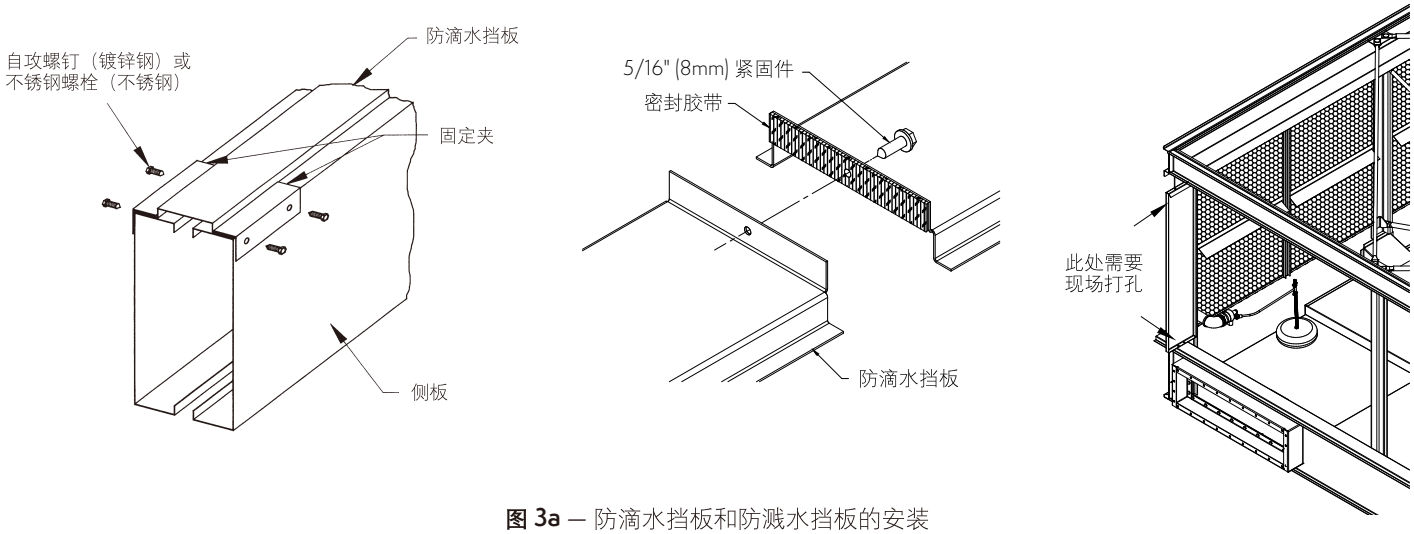

图 3a — 防滴水挡板和防溅水挡板的安装
2. 在与防滴水挡板对接的表面上铺贴单层密封胶带（如**图3a**所示）。将多个防滴水挡板端部对端部紧紧拧在一起。把5/16″ (8mm)的自攻螺钉穿过端部的大孔，进入和端部连在一起的小孔。不锈钢机组使用5/16″ (8mm)的不锈钢螺栓和螺母。